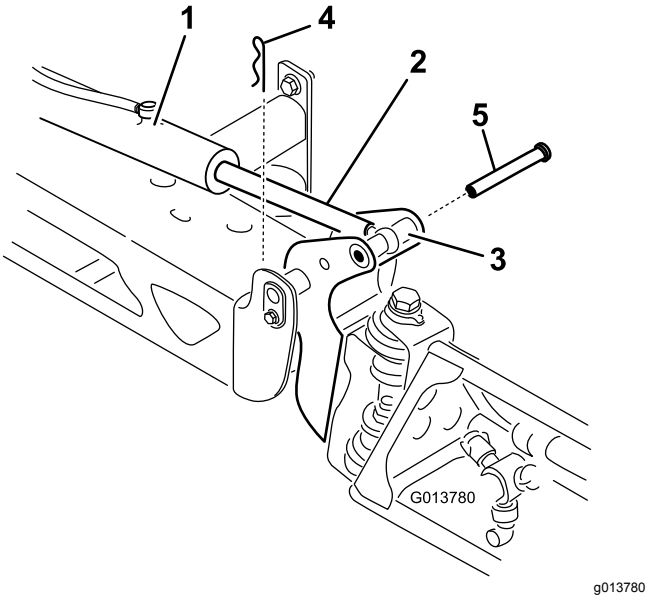

Figur 58
2. Ta bort saxpinnen från svängtappen (Figur 58).
3. Höj sprutrampen, ta bort tappen (Figur 58) och sänk därefter långsamt sprutrampen till marken.
9. Håll i sprutrampen och för in tappen genom både svängleden och manövreringsstången på sprutrampen (Figur 58).